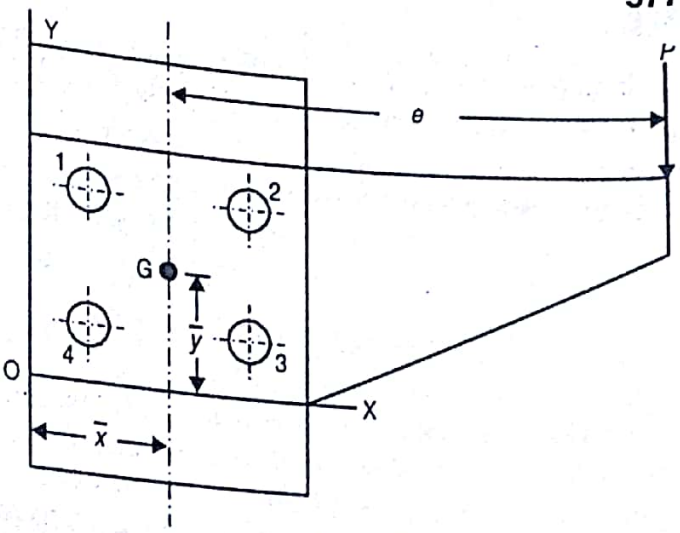

Fig. 15.1
When the line of action of the load does not pass through the centroid of the rivet system and thus all the rivets are not equally loaded, then the joint is said to be eccentric loaded riveted joint, as shown in Fig. 15.1. The perpendicular distance between the line of action of the load (P) and the centroid (G) of the rivet system, is called eccentricity (e).